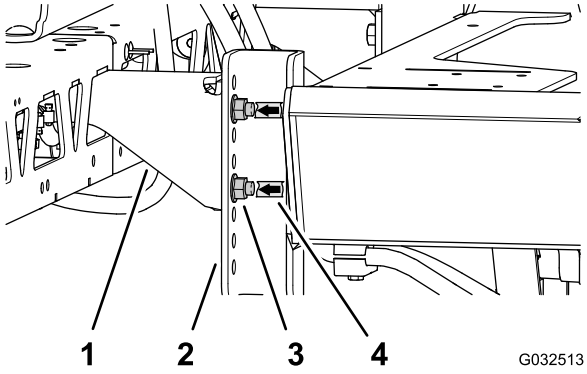

Figur 68
3. Tejpmarkera hålen där de fyra flänsskruvarna (1/2 x 1 1/4 tum) och fyra flänslåsmuttrarna (1/2 tum) fäster centersprutrampssektionens stödfästen vid maskinens monteringskanaler (Figur 68).